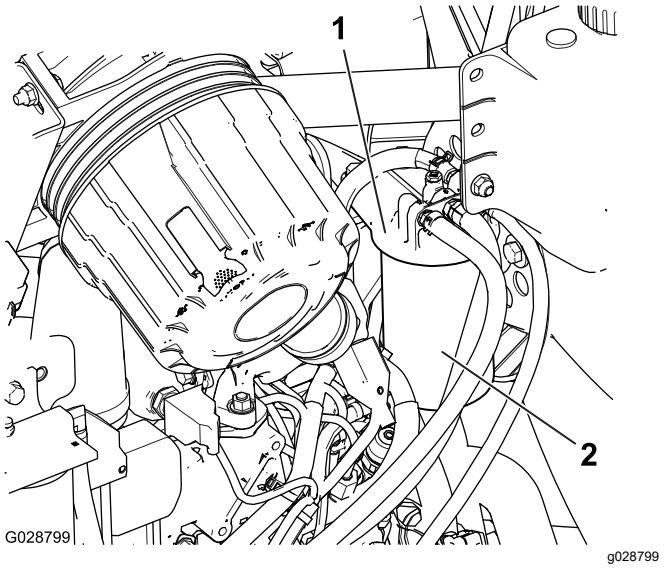

Figuur 96
1. Maak de omgeving van de kop van het brandstoffilter schoon (Figuur 96).
2. Verwijder het filter en reinig het filterkopplaatsingsoppervlak (Figuur 96).